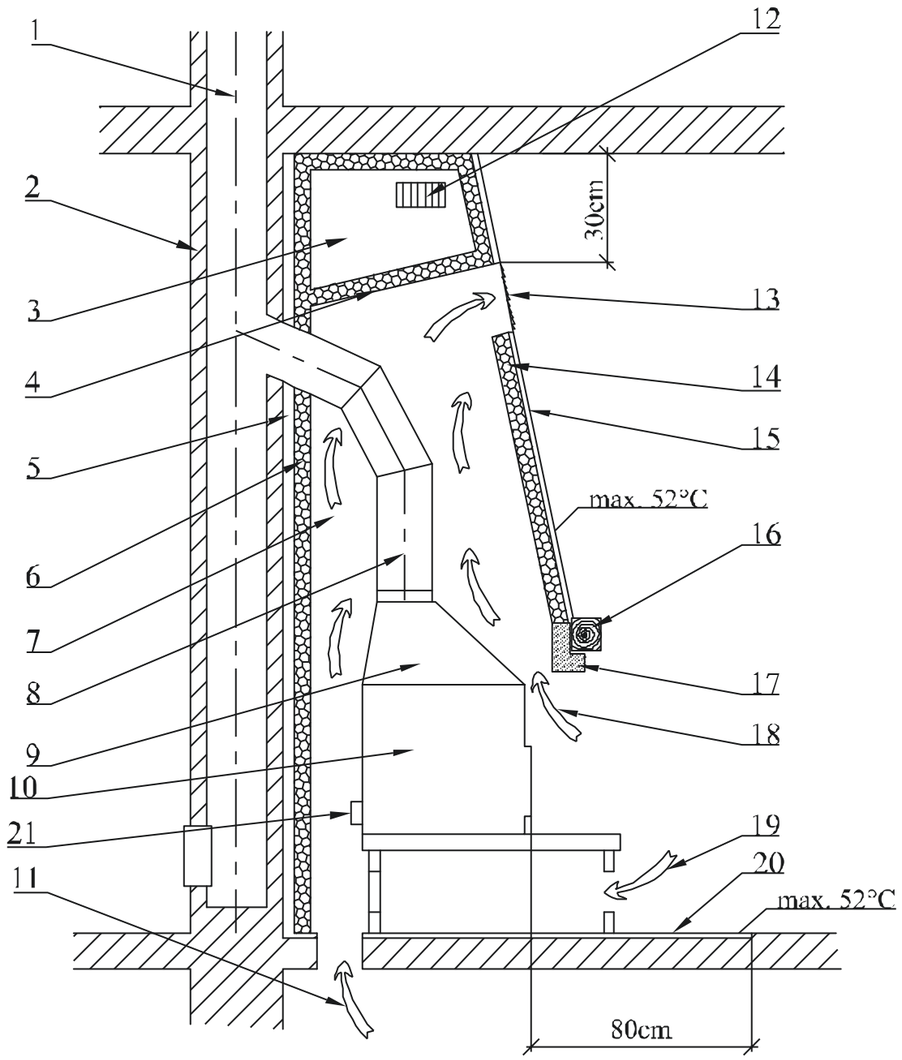

Fig. 2
La distanza di sicurezza minima tra il rivestimento degli stipiti delle porte o altre strutture architettoniche con simili funzioni in materiale infiammabile e l'installazione del condotto (compreso isolamento) è pari a **20cm**. La distanza minima dagli altri componenti strutturali in materiale infiammabile è pari a **40cm** (vedi fig. 2) ai sensi della norma **ČSN 06 1008/1997**. Trattasi di materiale edile di classe **B**, **C** e **D** ai sensi della norma **ČSN EN 13501-1+A1/2010** (vedi tabella n.1). Questa regola vale anche per le pareti e soprattutto per i soffitti con intonaco con base infiammabile - per esempio assi, pannelli ecc.! Qualora non fosse possibile rispettare le suddette distanze, è necessario comunque prevenire il pericolo d'incendio ricorrendo ad apposite misure tecnico-strutturali, rivestimenti non infiammabili, isolamenti e barriere resistenti al calore.
5. L’uscita dell’aria di convezione riscaldata deve essere ad almeno **30cm** al di sotto del soffitto (fig. 2).
6. Al di sopra dell’uscita dell’aria di convezione riscaldata è necessario che vi sia un soffitto in materiale non infiammabile. La sua temperatura non può superare i **50°C**. Pertanto il soffitto o controsoffitto deve essere isolato contro gli effetti dell'azione del calore proveniente dal caminetto attraverso uno schermo dotato di almeno un'apertura non completamente chiudibile con griglia (fig. 2) oppure mediante uno strato sufficiente di isolamento termico.